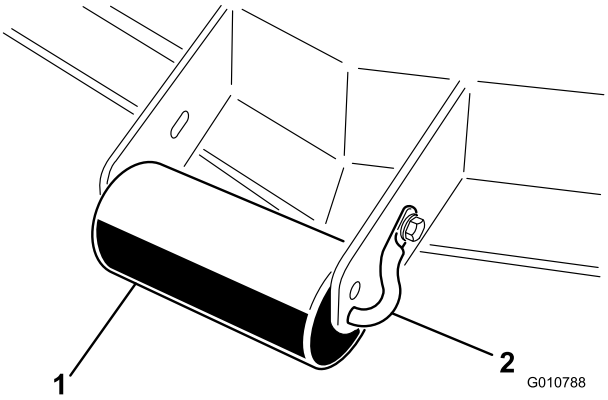

**Figuur 10**
1. Verwijder de tapbout en de moer waarmee de rolas is bevestigd aan de beugel van het maaidek (Figuur 10).